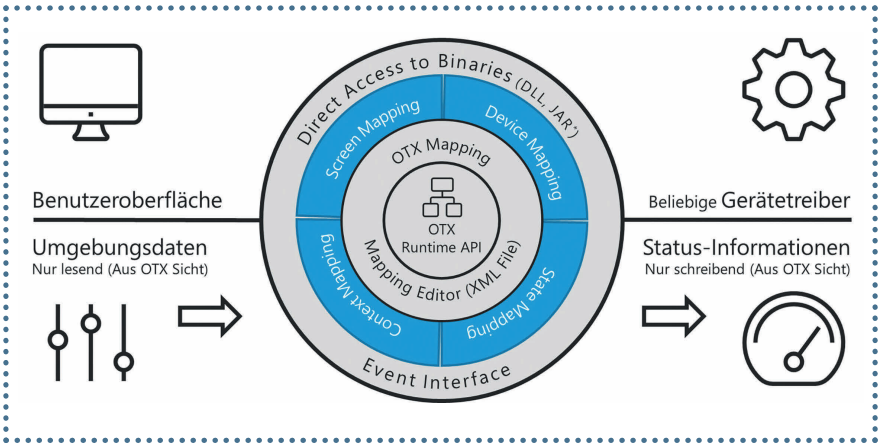

Bild 2. Anbindung externer Systeme in OTX. (© emotive)
- Mapping von Statusinformationen (State-Mapping), z. B. für die Ausgabe des Flash-Fortschritts, siehe Bild 2.